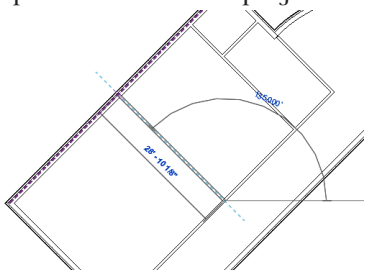

Figure 3-75 *Completing the interior walls*
11. Move the cursor up toward the left upto the exterior wall such that it subtend an angle of 135 degrees with the horizontal and click when the **Nearest** object snap appears on the exterior wall, as shown in Figure 3-75. Click to specify the endpoint; the wall is created.